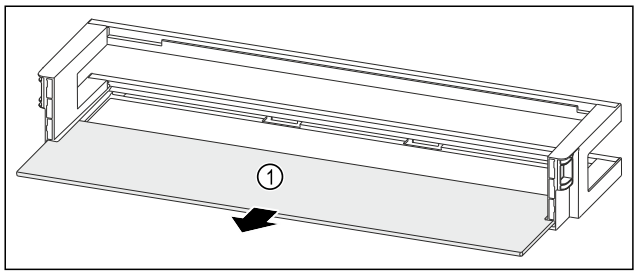

*Fig. 64 Raft montat pe ușă cu raft*
▶ Extrageți raftul *Fig. 64 (1)*.